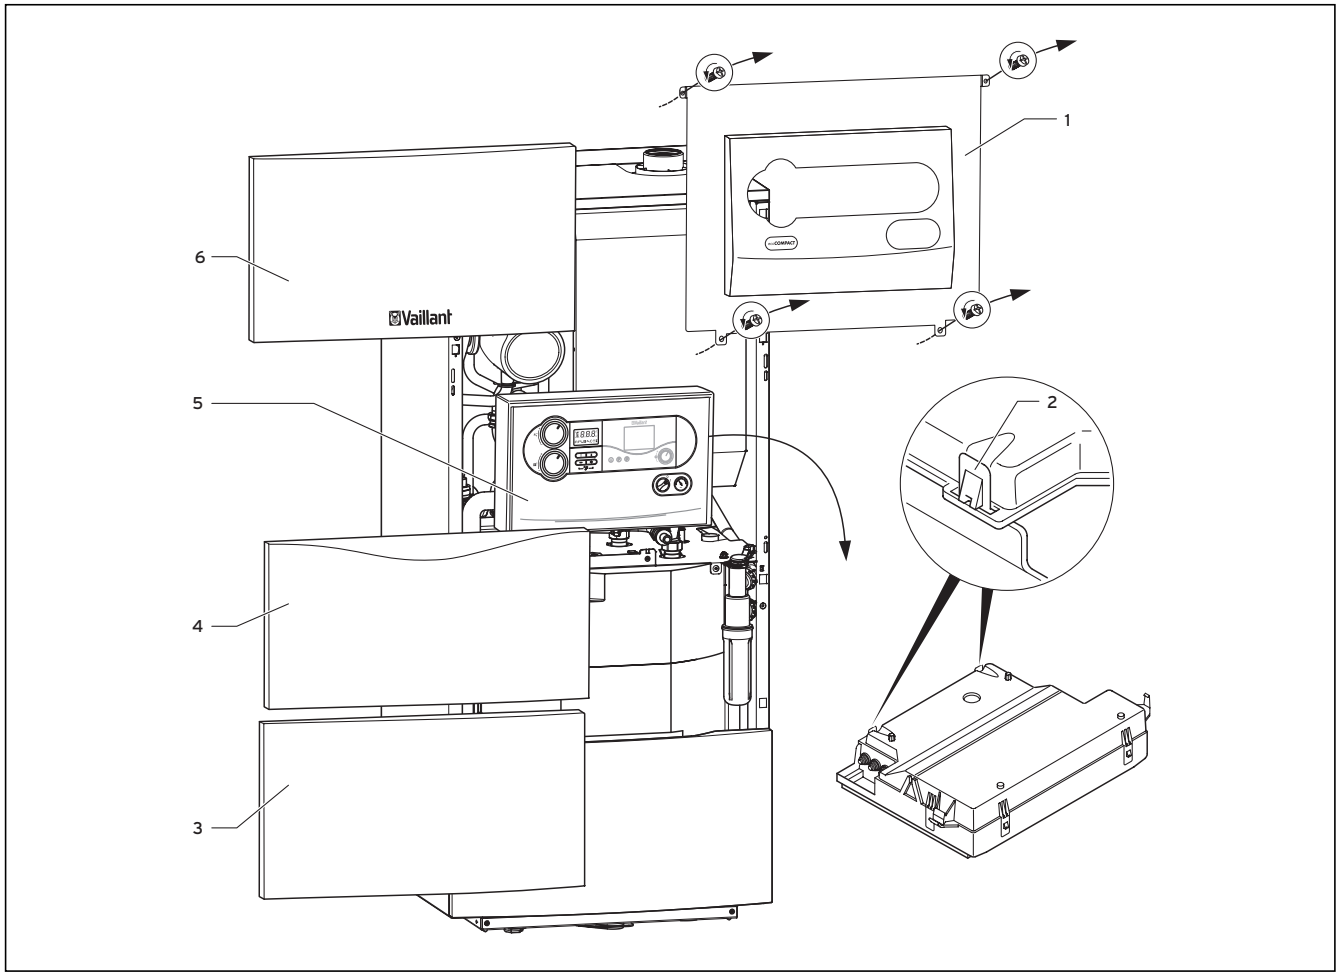

Abb. 5.6 Geräteverkleidung abnehmen
- Öffnen Sie das Gerät (vgl. Abb.5.6 und Hinweise auf Seite 19).
Gehen Sie bei der Anschlussverdrahtung wie folgt vor, siehe Abb. 5.6: